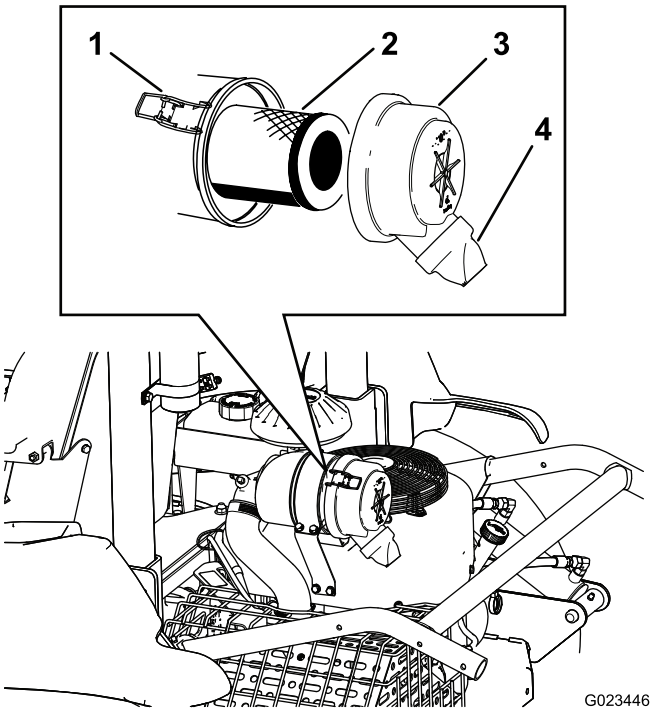

Figur 43
2. Åbn låsene, der fastgør luftfilterdækslet til luftfilterhuset (Figur 43).